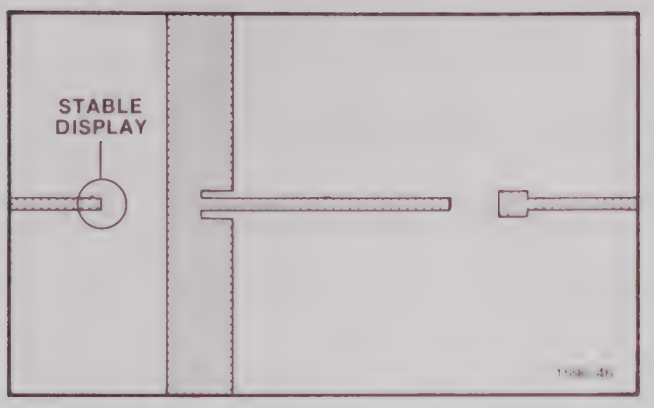

Fig. 6-1. TV sync pattern.
f. Shift the TV Monitor vertical and horizontal display (push the VERT and HORIZ Display Shift buttons). Note a displayed sync pattern similar to Fig. 6-1.
g. Check - for a stable display within the area circled in Fig. 6-1.
h. Adjust - C2783 on the Sync Generator for a stable display within the area circled in Fig. 6-1.